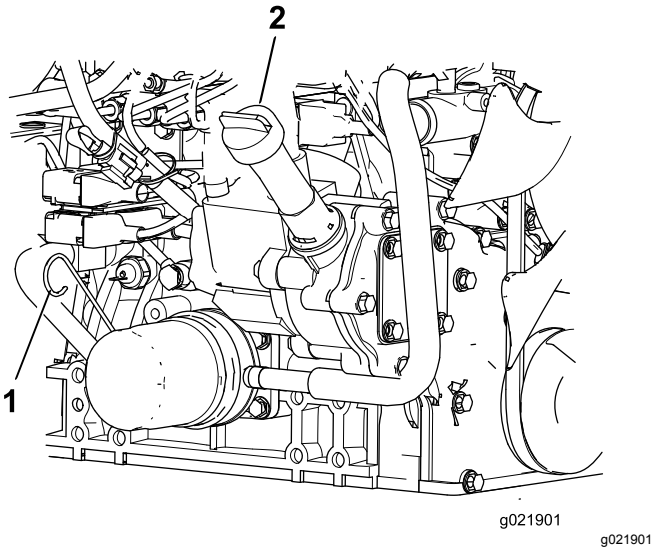

Figur 72
3. Ta ut peilestaven, tørk av den, sett den ned igjen i røret, og ta den deretter ut igjen. Oljenivået skal være mellom FULL- og ADD-merkene (Figur 72).
4. Hvis oljenivået er lavt, må du ta av oljelokket og fylle på olje til nivået er mellom FULL- og ADD-merkene (Figur 72).